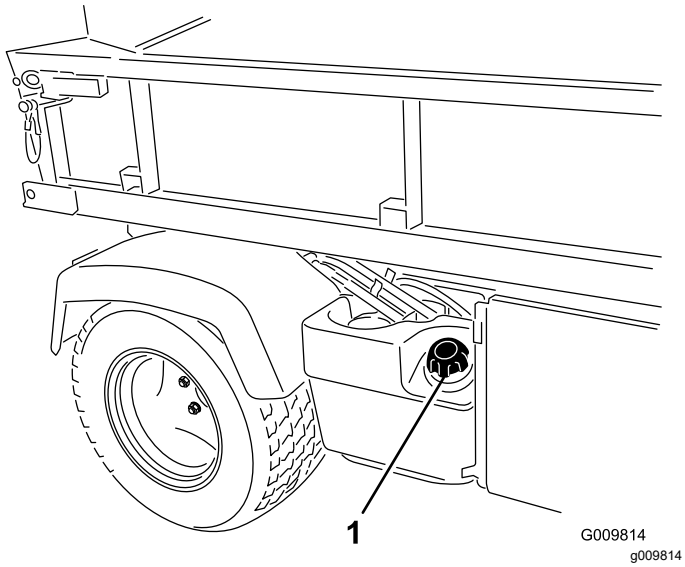

Figur 18
2. Fjern brændstofdækslet (Figur 18).